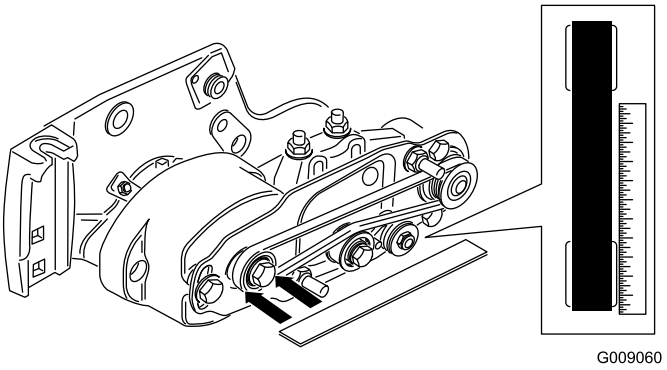

Figur 17
- Legg en rett kant langs den ytre siden av **driv**remskiven (Figur 17). **Ikke** legg den rette kanten over både den drivende og den drevne remskiven.